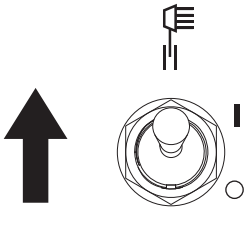

Figure 3-17. Lights ON (I)
3. See ***Figure 3-17***. Switch lights to ON (I).